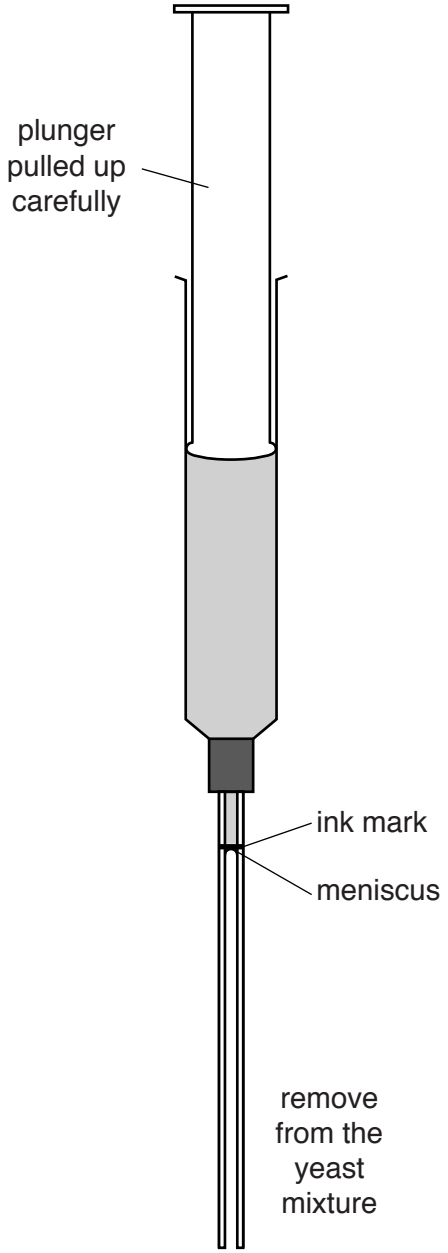

Fig. 1.1b
- Remove the end of the glass tube attached to the syringe from the mixture in beaker **A** and carefully pull up the plunger further until the meniscus in the tube reaches the ink mark as shown in Fig. 1.1b.
- Remove the end of the glass tube attached to the syringe from the mixture in beaker **B** and carefully pull up the plunger further until the meniscus in the tube reaches the ink mark as shown in Fig. 1.1b.